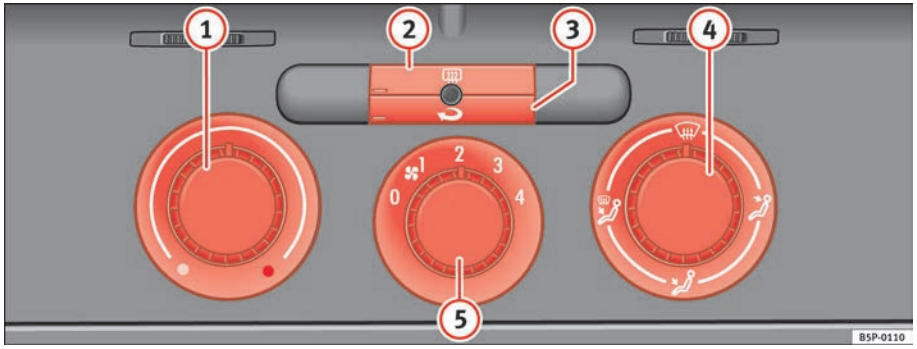

Fig. 126 On the dash panel: Heater controls
– Using the controls ⇒ fig. 126 (1) and (4) and the control (5) you can set the temperature, air distribution and the turbine speed.
– To switch a function on or off, press the appropriate button (2) or (3). When the function is activated, the display window in the lower left of the button is lit.